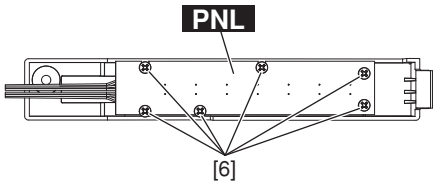

Fig.6
4. Remove the six (6) screws marked [6]. The PNL circuit board can then be removed. (Fig.6)